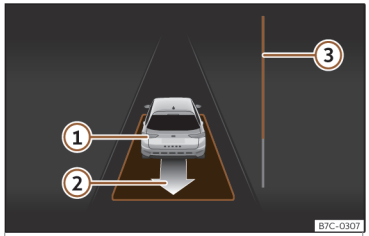

Fig. 175 En la pantalla del cuadro de instrumentos: desaparcar de un hueco en línea.
- Retroceda hasta que suene la señal continua del ParkPilot; **O BIEN:** dé marcha atrás hasta que en la pantalla del cuadro de instrumentos aparezca la indicación de dar marcha adelante. La barra de progreso ››› fig. 175 ③ indica la distancia que hay que recorrer››› pág. 279 .